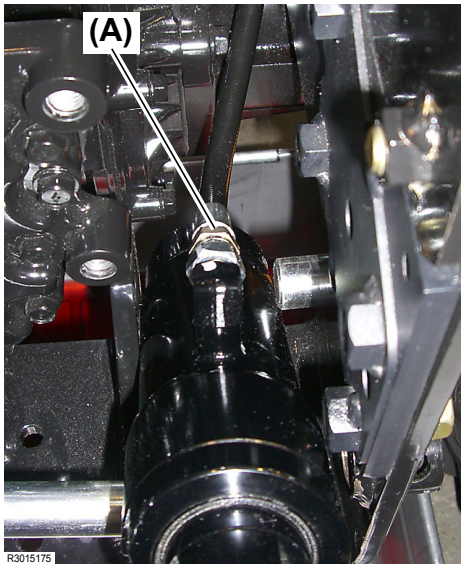

Fig. 4
4. Disconnect the hydraulic hose **(Fig. 4, (A))** from the transmission side of the lift cylinder. Tightening torque for installation: 16.7 to 20.3 ft•lbs (22.6 to 27.5 N•m)